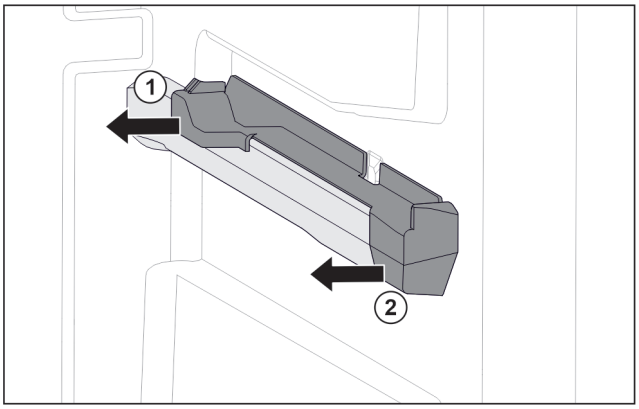

Fig. 107 Piesă de fixare pe nervura din dreapta a recipientului
▶ Scoateți piesa de fixare din spate în lateral. *Fig. 107 (1)*
▶ Scoateți piesa de fixare din față în lateral. *Fig. 107 (2)*